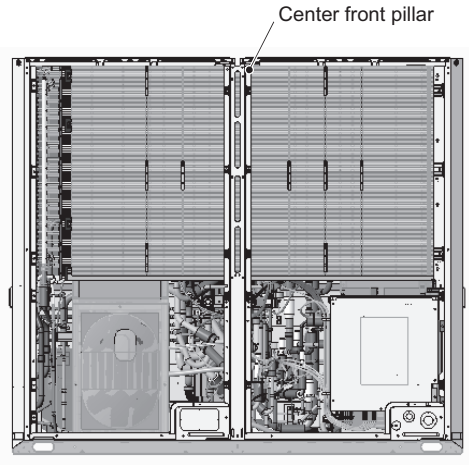

Figure 19
(18) Remove the center front pillar by unscrewing the 4 screws. (See Figure 19.)